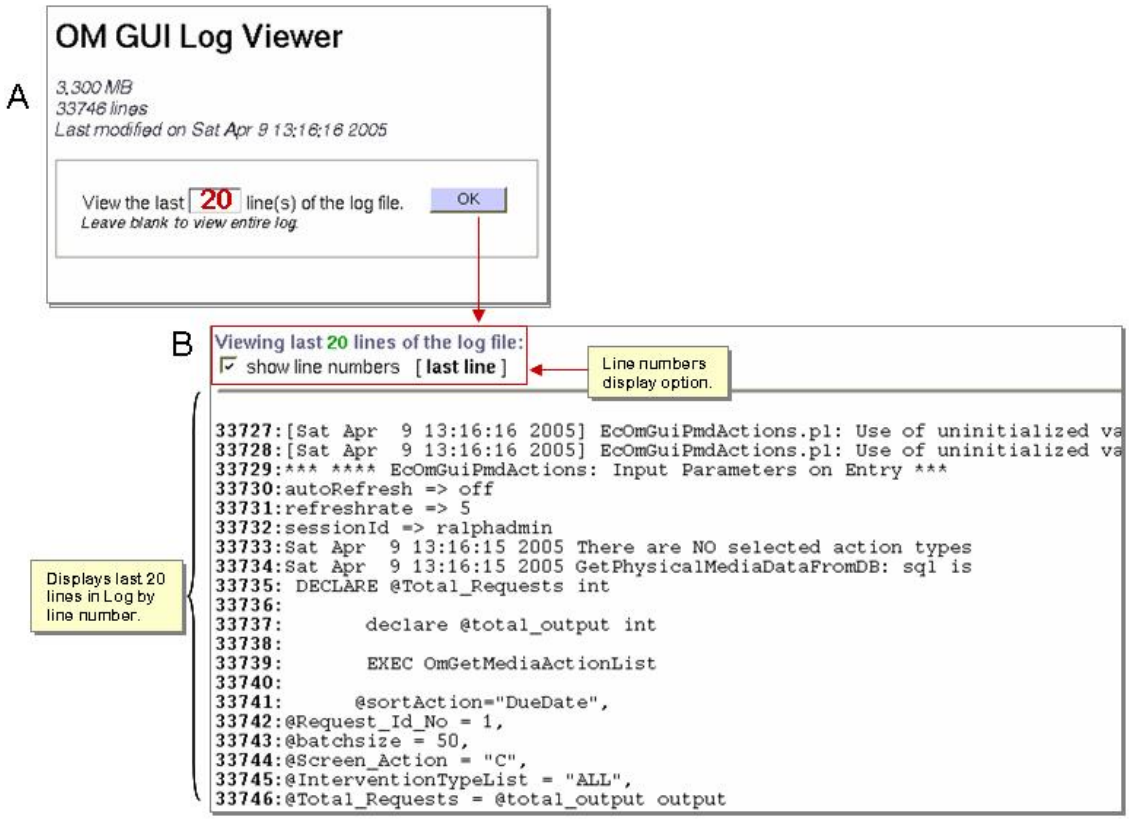

Figure 15.13-1. OM GUI Log Viewer Page
The **OM GUI Log Viewer** page (Figure 15.13-1, Frame A) provides the Operator the capability to view entries captured in the OM GUI log file.
- The **OM GUI Log Viewer** (Figure 15.13-1, Frame A) page displays.
- The OM GUI Log Viewer 20 line "log file" (Figure 15.13-1, Frame B) displays.